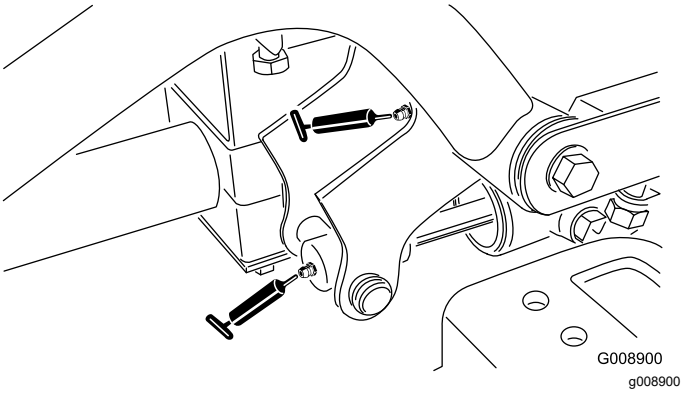

Figur 39
- 2 främre lyftarmstappar och lyftcylinder, höger (Figur 39)